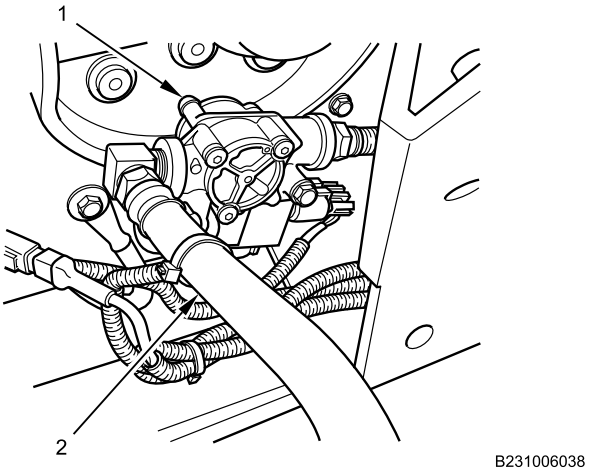

Figure 6. Left Air Brake Chamber Disconnected.
7. Disconnect air hose (Figure 6, Item 2) from modulator valve (Figure 6, Item 1).